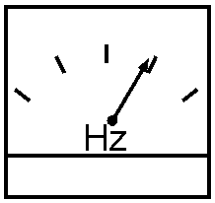

Figure 41. Frequency Meter
5. The generator's **frequency meter** (Figure 41) should be displaying the 60 cycle output frequency in **HERTZ.**